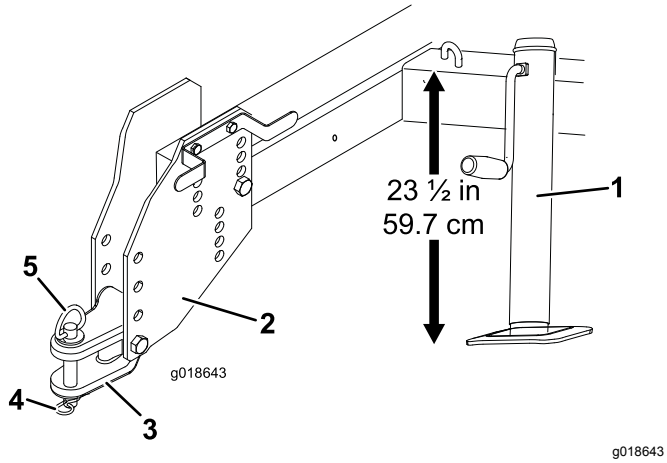

Figura 3
3. Regolate il martinetto in modo che la distanza tra la parte superiore del telaio e il suolo sia di 59,7 cm (Figura 3).
- Togliete i bulloni e i dadi di serraggio che fissano il timone di traino alle piastre di attacco (Figura 3).
6. Fissate il timone di traino all'attacco della motrice con l'apposito perno e la coppiglia ad anello (Figura 3).